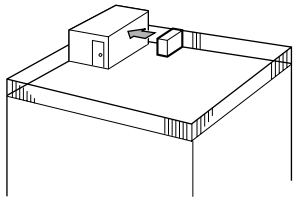

Fig. 2-3
① Posizionare la bocca di uscita dell'aria verso la parete più vicina, mantenendola a circa 50 cm di distanza dalla parete. (Fig. 2-3)